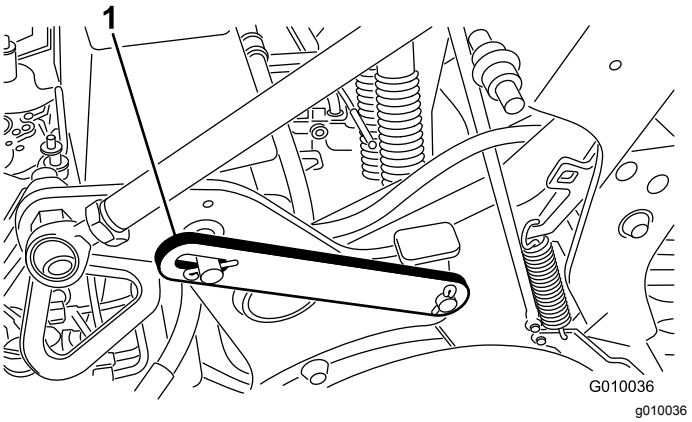

Figuur 20
3. Verwijder de borgveer waarmee de onderhoudsvergrendeling vastzit in de opbergstand (Figuur 20).